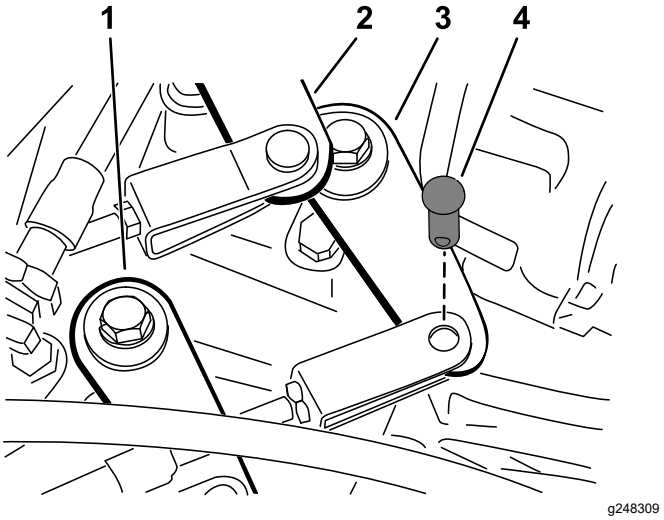

Figura 44
2. Retire los pasadores de horquilla que fijan los cables del cambio de marchas a los brazos de cambio del transeje (Figura 44).
1. Retire el pasador de horquilla que sujeta el cable de la palanca de cambio de intervalo al transeje (Figura 44).